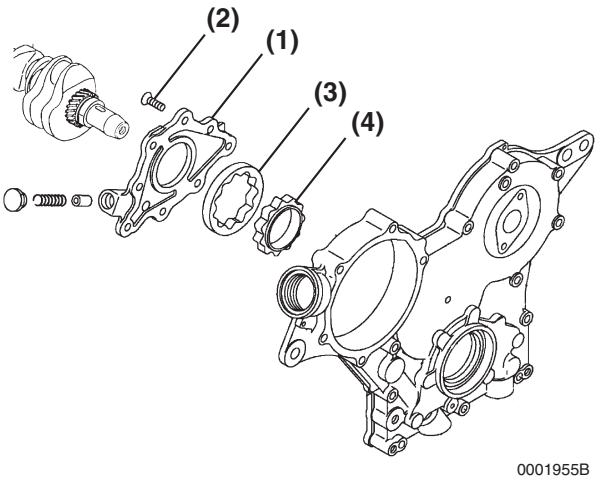

Figure 9-5
3. Remove the seven oil pump cover screws **(Figure 9-5, (2))**.
4. Remove the oil pump cover **(Figure 9-5, (1))** from the gear case.
5. Remove the outer rotor **(Figure 9-5, (3))** and inner rotor **(Figure 9-5, (4))** from the gear case cover.